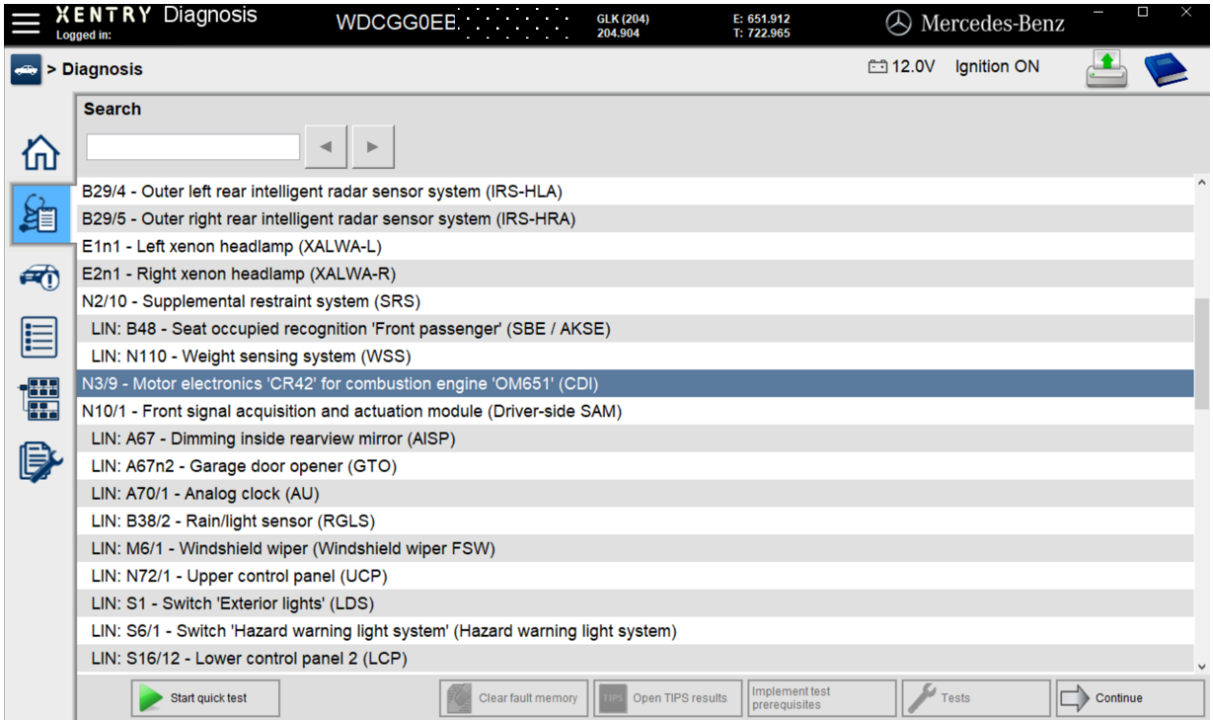

Figure 8
15. Perform Xentry procedure “Service Measure Exhaust Aftertreatment System” **(Figure 8 to 10)**.